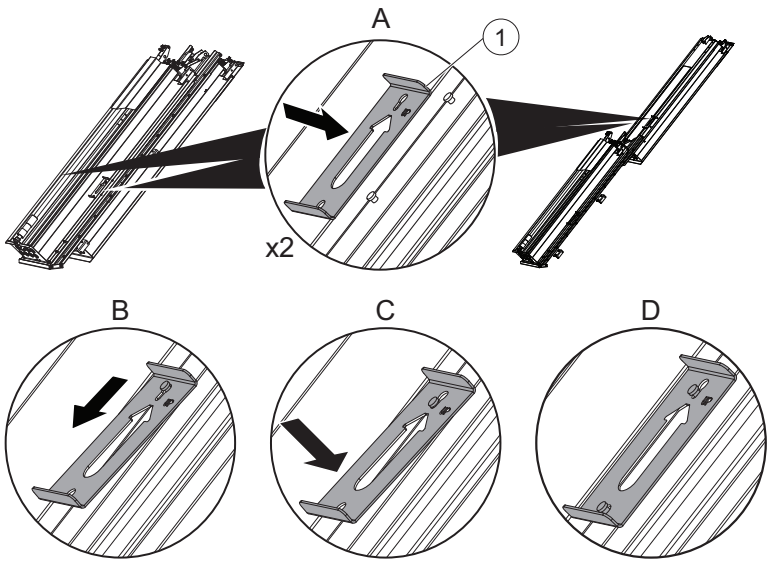

Figure 23 Locking Plate
a. Turn and hold the Lift Operation selector switch in the ↑ or (UP) position to raise the UV Bank until the UV Bank is fully lifted.
c. Install the UV Bank locking plates (Figure 23).
a. Remove the UV Bank locking plates (Figure 23).